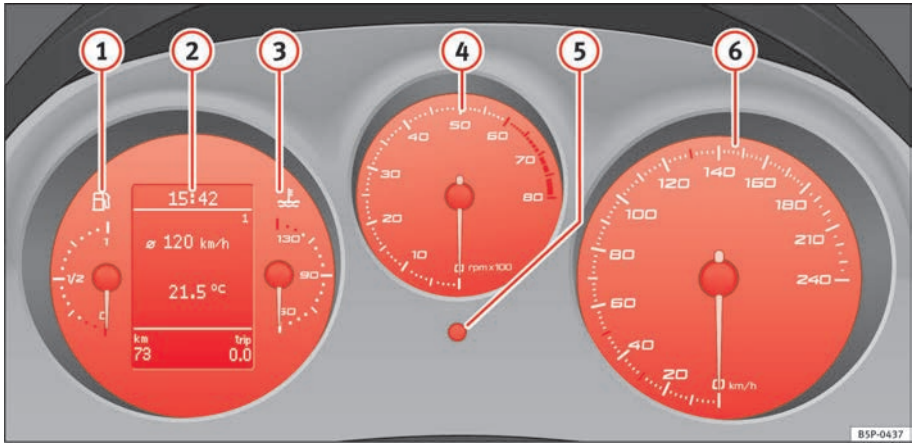

**Fig. 33 Detailed view of instrument panel: instrument panel**
The start of the red zone ⇒ page 57, fig. 33 (4) indicates the maximum engine speed operating at service temperature. However, it is advisable to change up a into a higher gear, move the selector lever to D or lift your foot off the accelerator before the needle reaches the red zone.
– Turn the setting knob ⇒ page 57, fig. 33 (5) clockwise until the first “click” to set the hour. The hour will flash. To change the hour, press the button.
The right-hand counter registers the short journeys. The last digit indicates steps of 100 metres. The trip recorder counter may be reset by holding down the reset button ⇒ page 57, fig. 33 ⑥ for a few seconds.